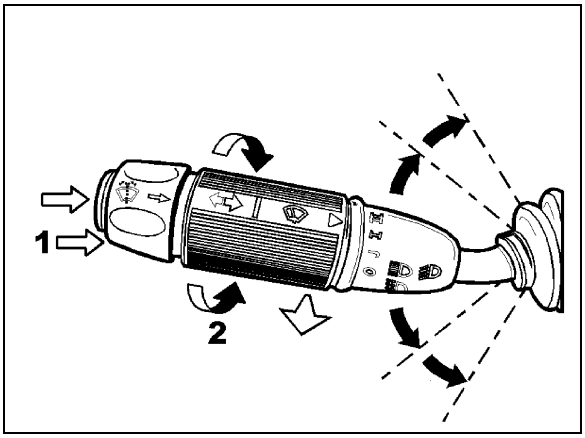

FIGURE 35: MULTIFUNCTION LEVER 23133
Turn the multifunction lever forward to activate windshield wipers (item 2, Figure 35). The first position operates the wipers at low speed and the second position operates the wipers at high speed. Turning the lever backwards will operate the wipers in the intermittent mode.
The windshield washer pumps are electrically operated and are controlled by a washer control ring on the multifunction lever (item 1, Figure 35).